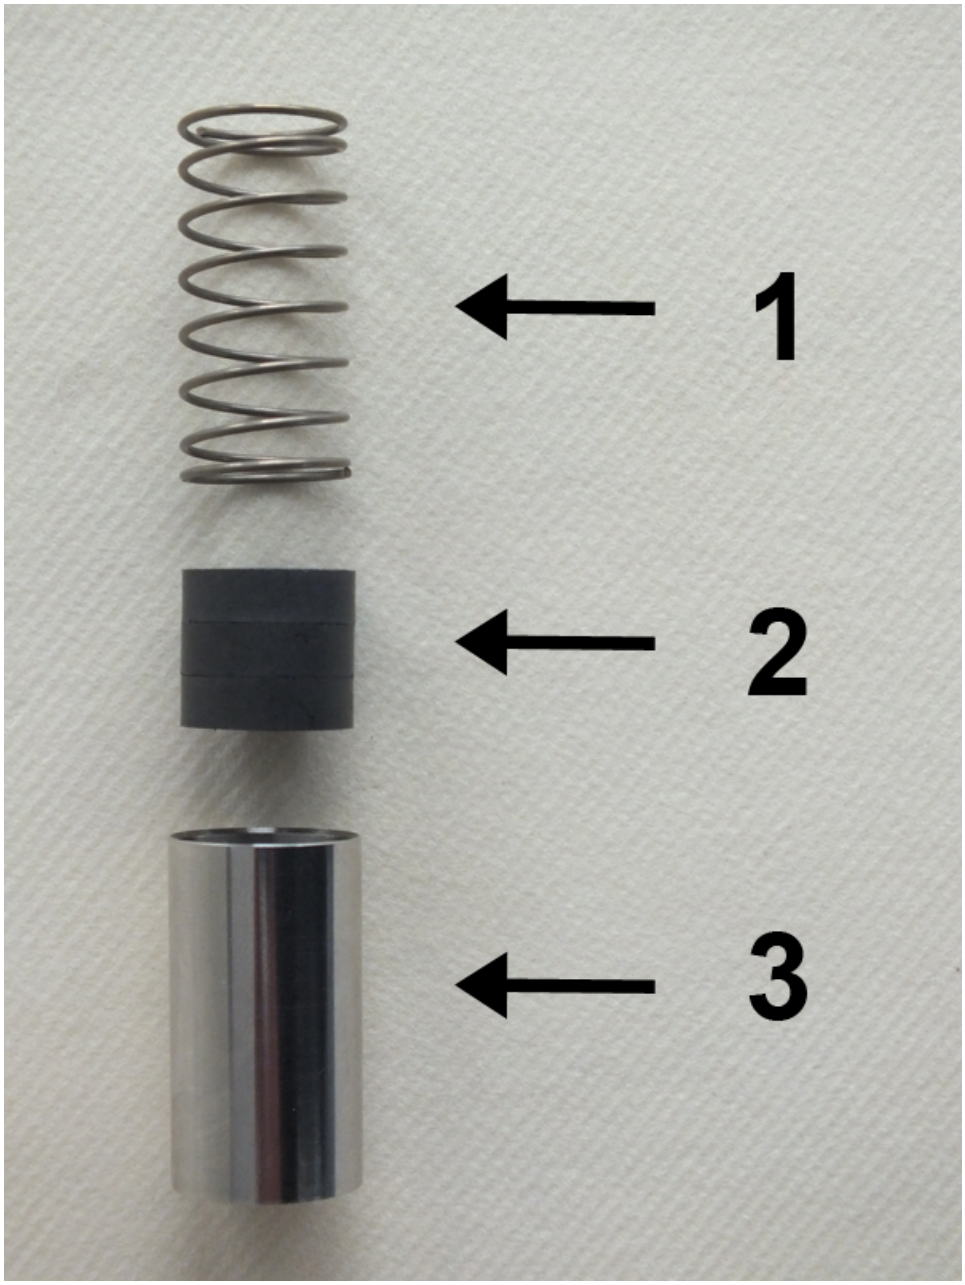

Fig. 52: Inner parts
6. Insert spring (*Fig. 52*/1) with magnets (*Fig. 52*/2) into the float (*Fig. 52*/3), ensuring proper magnetic pole orientation (north pole toward device outlet).